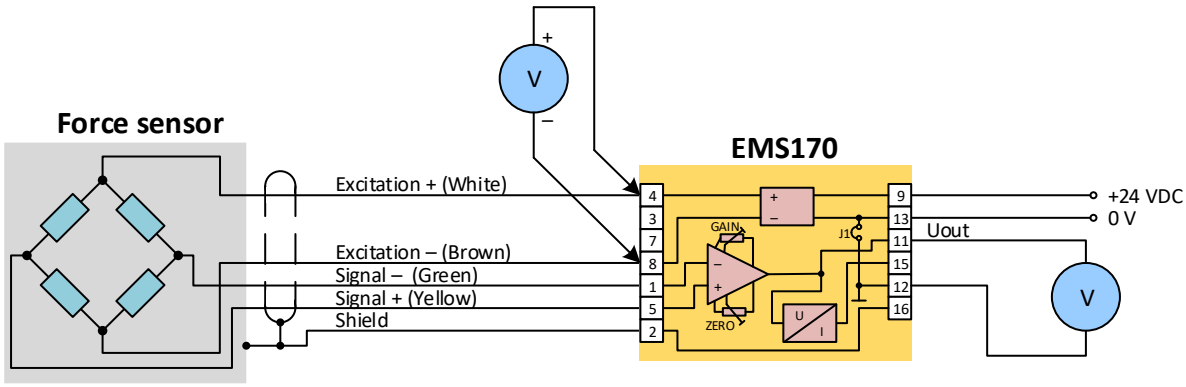

Fig. 10. Measurement of excitation of the sensor under load
3. *Check sensor power supply 2 (under load).* If the sensor excitation is measured according to the previous paragraph in order, it must also be measured with the sensor connected. It may happen that the error does not appear until after loading. The sensor is connected according to fig. 10 and measure the voltage at terminals 4 and 8 again. The voltage should not change, the original value of 5 or 10 V should remain. If the value changes (decreases), the fault is in the power supply part of the converter or the sensor may be damaged - it has a short circuit. In this case, the resistance of the sensor must be measured as described in the next step.